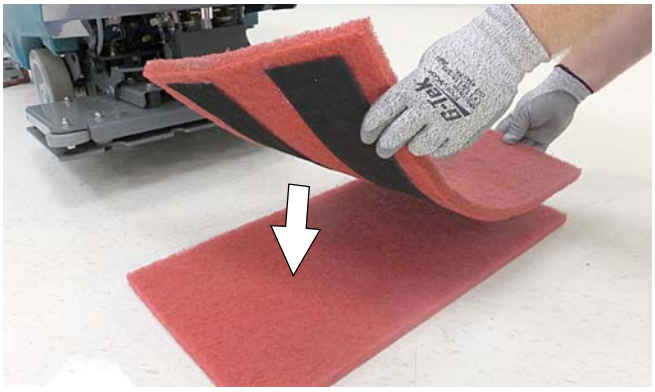

図　14
2. バッカーパッドと固定ひもの表を下向きにして、ワークパッドに取り付けます（図14）。